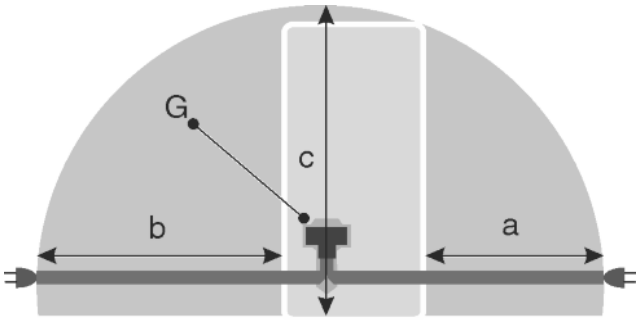

Fig. 29
- Розетка находится вне зоны задней стенки в данной зоне. *Fig. 29 (a, b, c)*
▶ Штекер устройства *Fig. 29 (G)* подсоединить с задней стороны устройства. Следить за правильной фиксацией.